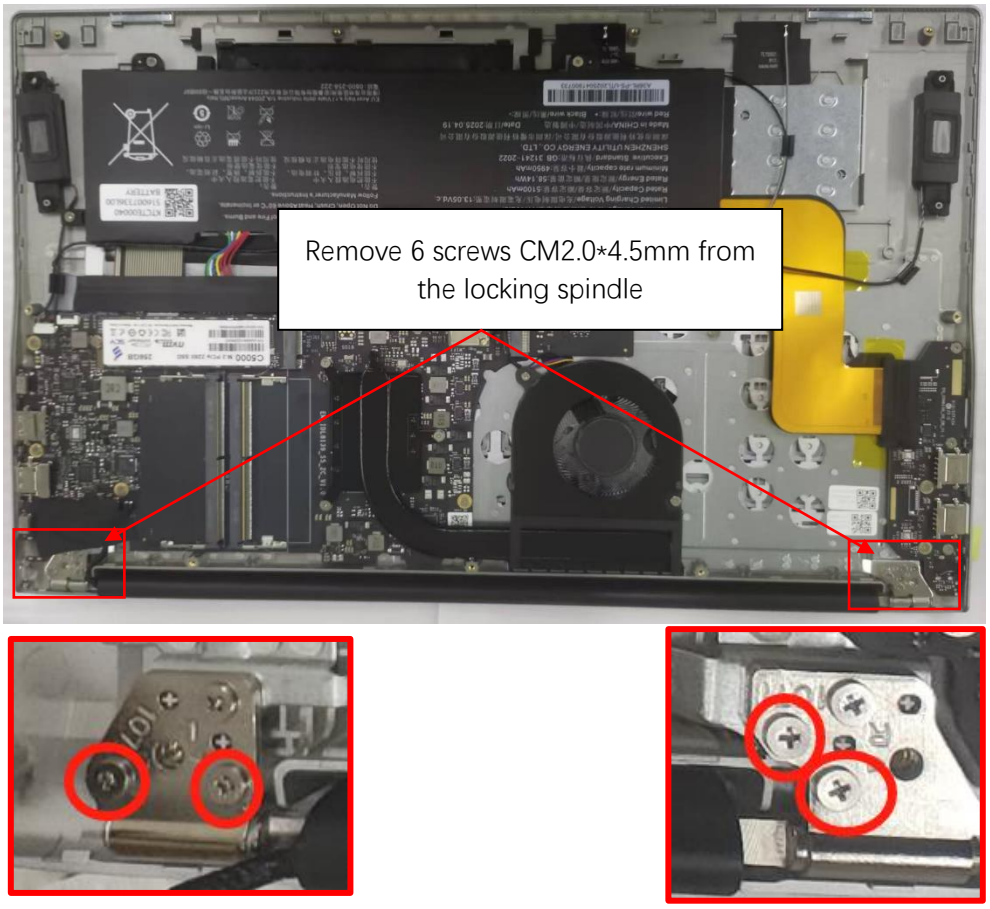

Figure 3-12 Remove left and right Hinge Screws
1. Remove Left and right hinge screws total six screws . (Figure 3-12)